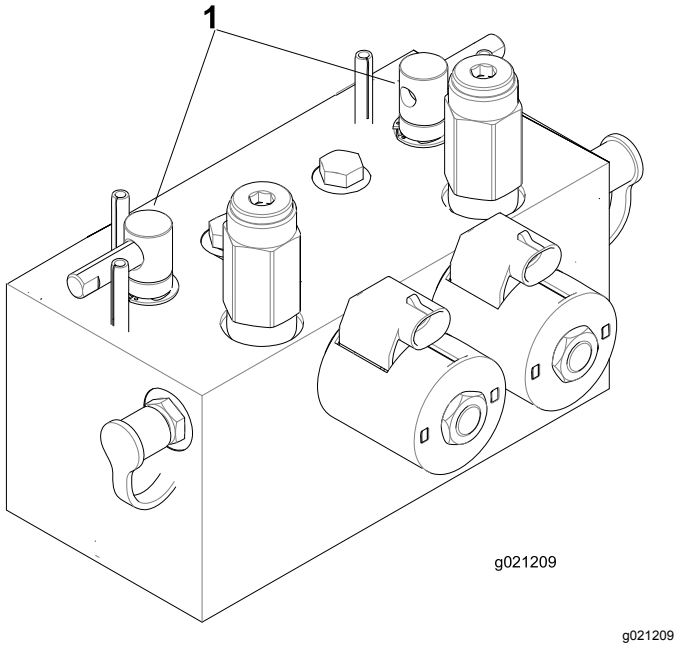

Figur 75
2. Lås sædet op, og løft det, så baglapningshåndtagene bliver tilgængelige (Figur 75).
5. Brug enten forreste, bageste eller begge baglapningshåndtag for at vælge de enheder, som skal baglappes (Figur 75).